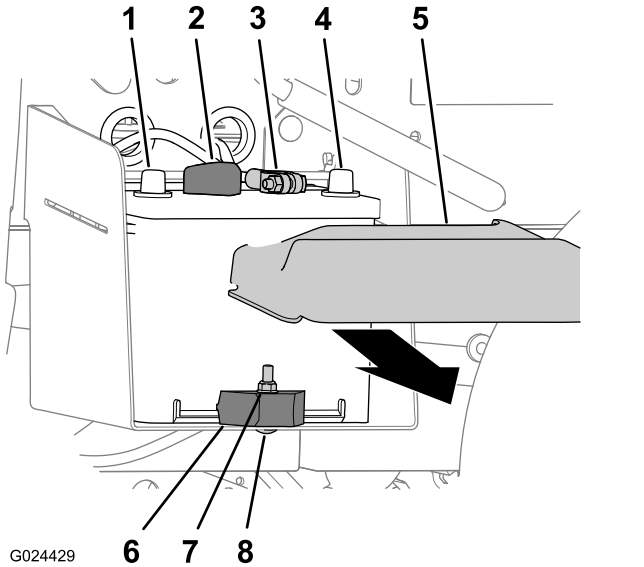

Figur 47
1. Kläm på batterikåpans sidor och ta bort kåpan ovanpå batteriet (Figur 47).
2. Koppla bort negativa batterikabeln från batteriet (Figur 47).
3. Koppla bort batteriets pluskabel från batteriet (Figur 47).
2. Ta bort låsmuttern, vagnskruven och batteriklämman som fäster batteriet vid batterilådan (Figur 47).
3. Ta ut batteriet ur batterilådan (Figur 47).
1. Rikta in batteriet efter maskinens batterilåda (Figur 47).
Obs: Kontrollera att batteriets plus- och minuspoler har riktats in enligt Figur 47.
2. Fäst batteriet vid batterilådan med batteriklämman, vagnskruven och låsmuttern (Figur 47).
1. Anslut den positiva batterikabeln till batteriet (Figur 47).
2. Anslut den negativa batterikabeln till batteriet (Figur 47).
3. Montera batterikåpan på batteriet (Figur 47).